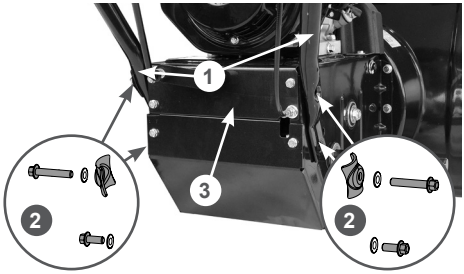

Рис. 5 Установка стойки рукояток
2. Установите стойку 1 рабочих рукояток на раму 3 и закрепите с помощью болтов и шайб 2, как показано на Рис. 5.